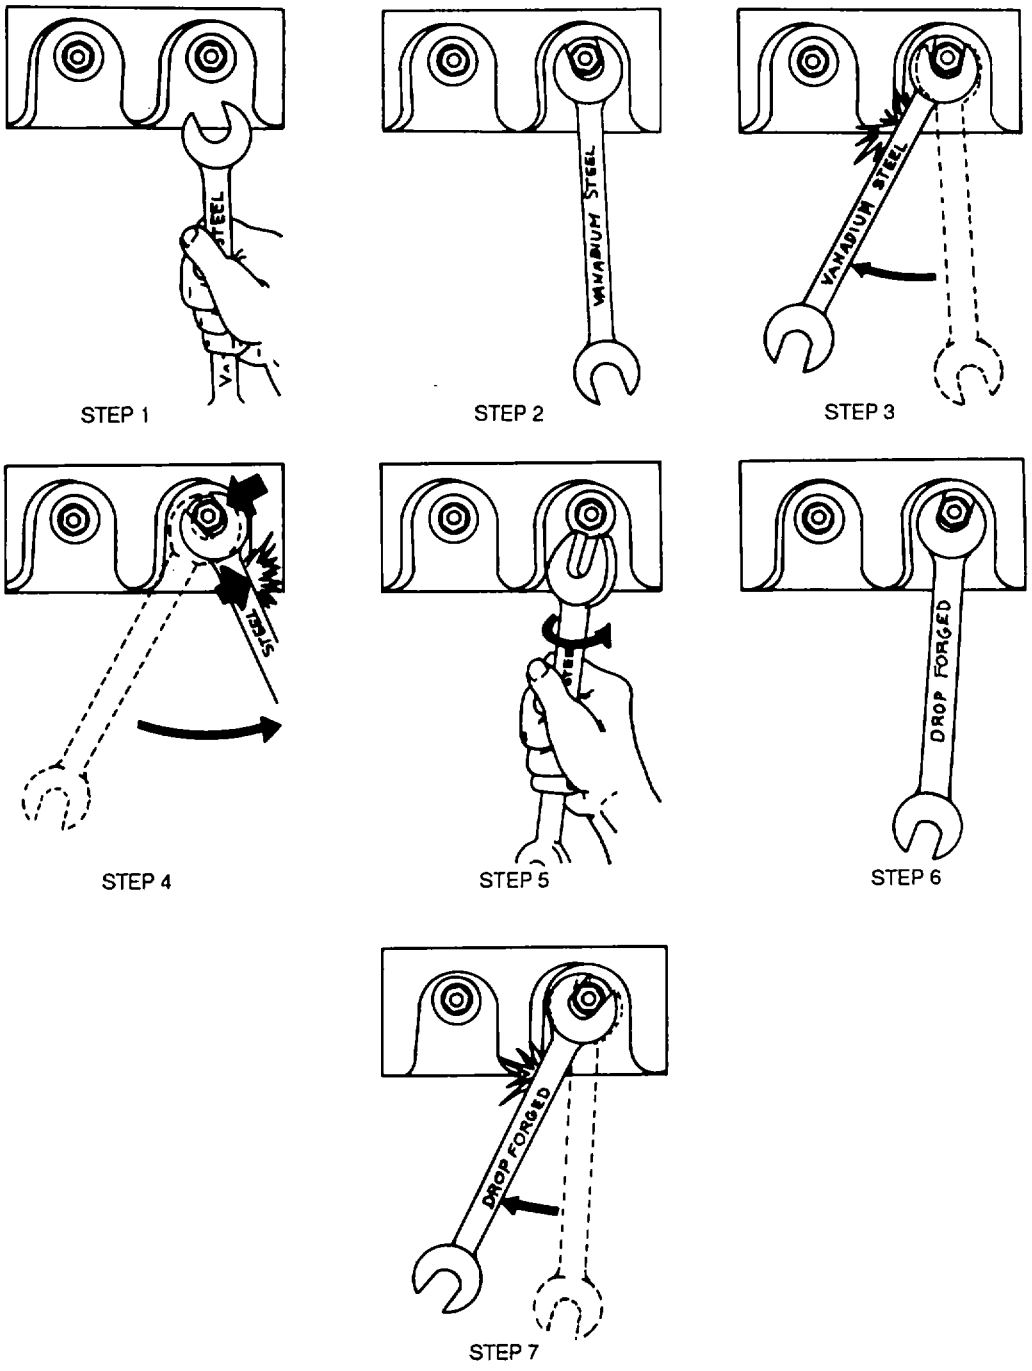

Figure 4-32. Use of Open-End Wrench
(1) *Use of open-end wrenches*. The 15-degree offset of the jaws from the centerline of the wrench makes the open-end wrench appropriate for use in some applications where there is room to make only a part of a complete turn of a nut or bolt. A typical procedure for this application is shown in figure 4-32 and outlined in the following: